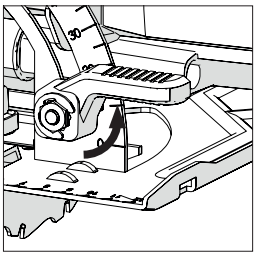

Fig. 13
- Desserrez le mécanisme de blocage du biseau situé à l'avant de la machine en soulevant le levier. **(Fig. 13)**